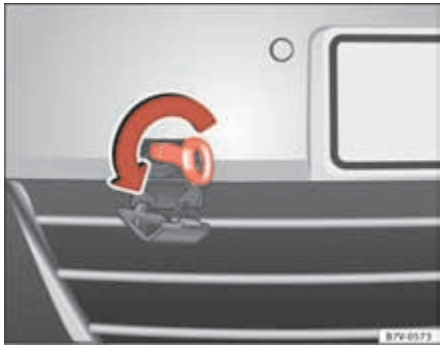

Fig. 228 On the right-hand side of the front bumper: Screw in the towing ring.
The location for the removable tow ring is on the right-hand side of the front bumper ⇒ fig. 228.
- Screw in the tow ring into its position **anticlockwise** as far as it will go ⇒ fig. 228 ⇒ ⓘ. Use a suitable tool to firmly tighten the tow ring in its location.